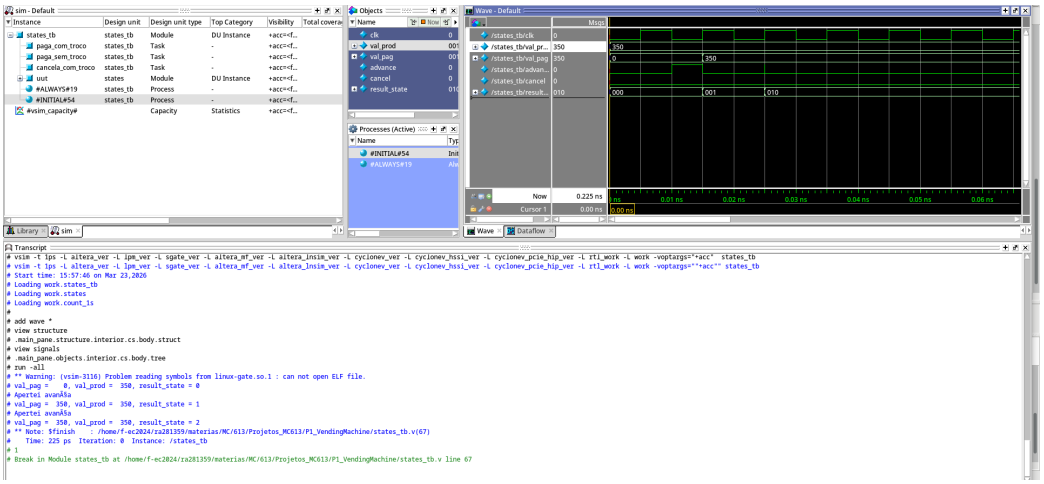

Figura 9: *Test bench* realizado para a máquina de estados realizando pagamento sem troco
Na Figura 9, desempenhamos um cancelamento com troco, onde saímos do estado A (000) para selecionar o produto, partimos para B (001) para pagar o produto, recebemos um valor pago (350) igual ao valor de produto (350) e assim partimos para C (010) onde pagamos sem troco. O estado A retornará depois de cerca de 1 segundo.